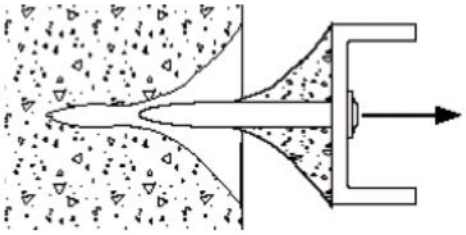

Figura 3
2. Puede producirse una falla en el mismo hormigón/la mampostería. (Vea la **Figura 3**).